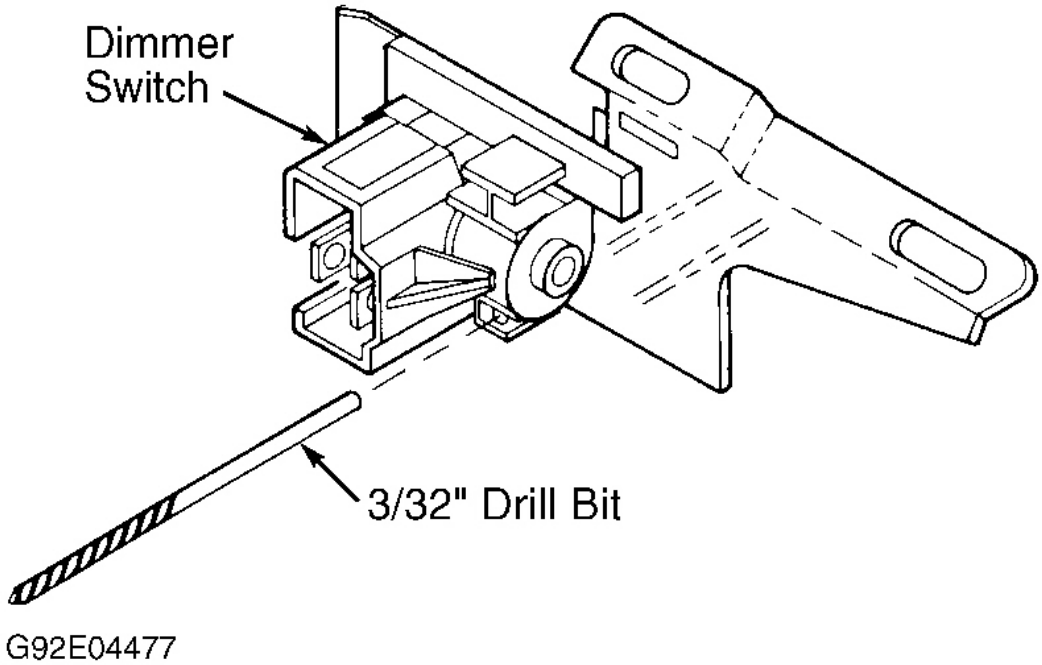

Fig. 3: Adjusting Dimmer Switch
1. With switch removed from column bracket, insert a 3/32" drill bit into adjusting pin hole to limit switch travel. See **Fig. 3** . Insert actuator rod into switch. Install switch to column bracket, finger-tighten screws.